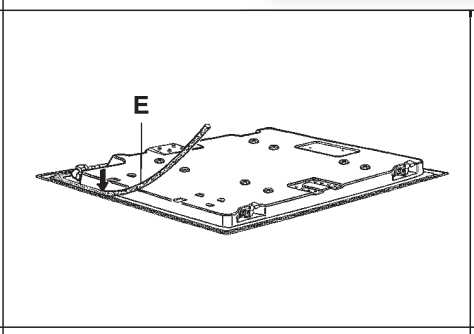

AFB. 9
- Leg de kookplaat ondersteboven en plaats de afdichting “E” (afb. 9) correct onder de rand van de kookplaat, op dusdanige manier dat de buitenrand van de afdichting perfect samenvalt met de buitenste rand van de kookplaat. De uiteinden van de strips dienen samen te vallen zonder elkaar te overlappen.